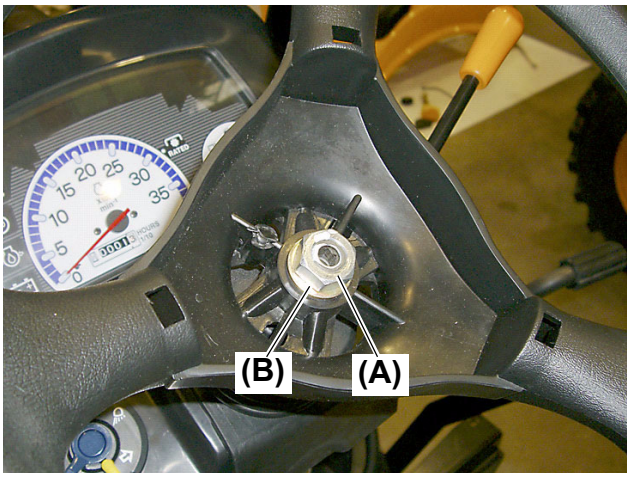

Fig. 3
2. Remove the 5/8-18 UNF nut **(Fig. 3, (A))** and the washer **(Fig.3, (B))**.